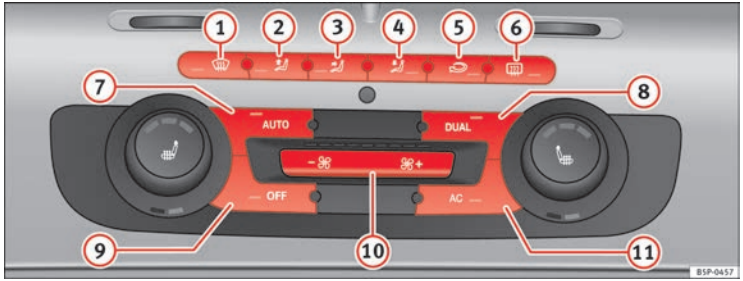

Fig. 132 On the dash panel: 2C Climatronic controls.
– To enter manual mode, press one of the buttons ⇒ fig. 132 (1) to (5) or press the air flow control (10). The selected function is shown on the radio or navigator display.
– Press the button ⟲ ⇒ page 168, fig. 132 (2) to switch air recirculation mode on or off. It is switched on if the following symbol appears in the display ⟲.